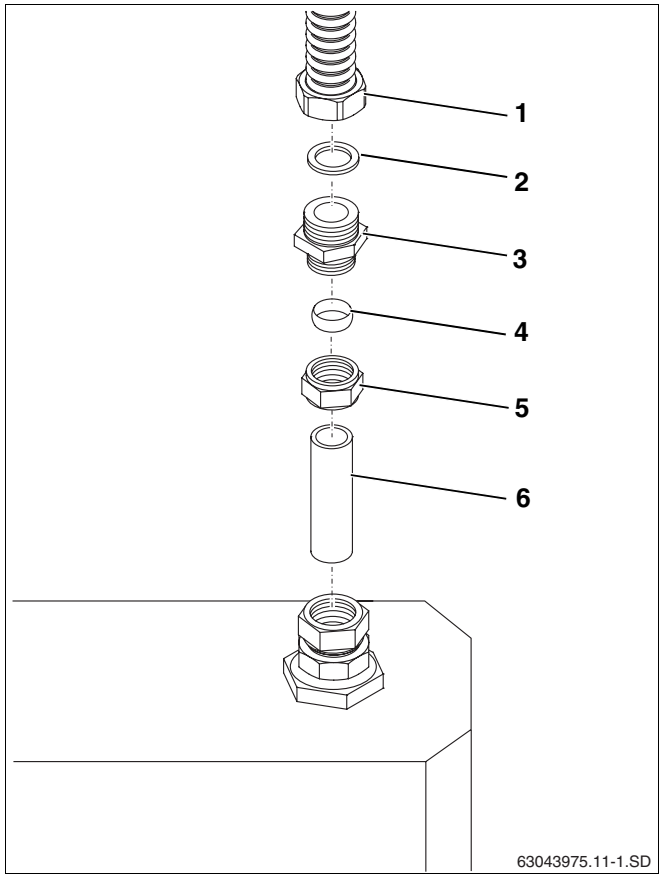

Afb. 11 Twin Tube DN 20 bij klemringkoppeling 22 mm
- Plaats de afdichting (afb. 11, **pos. 2**) in de wartelmoer (afb. 11, **pos. 1**) van de inox flexibel.
- Schroef de klemringkoppeling R1 × 22 mm (afb. 11, **pos. 3**) met de wartelmoer (afb. 11, **pos. 1**) vast.
- Breng de koperleidingen Ø 22 mm (afb. 11, **pos. 6**) op de juiste lengte om deze 2 – 3 cm of tot de aanslag in de klemringkoppelingen te kunnen schuiven.